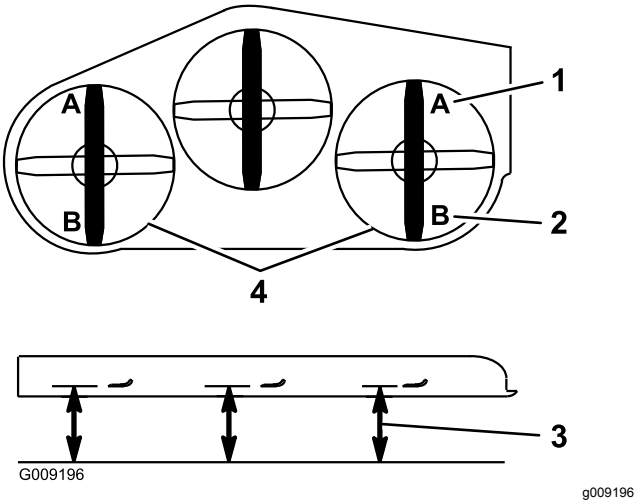

Figuur 93
9. Meet aan beide zijden van het maaidek vanaf het horizontale oppervlak tot de voorste punt van het maaimes (punt A); zie Figuur 93.
16. Meet aan beide zijden van het maaidek vanaf het horizontale oppervlak tot de achterste punt van het maaimes (punt B); zie Figuur 93.